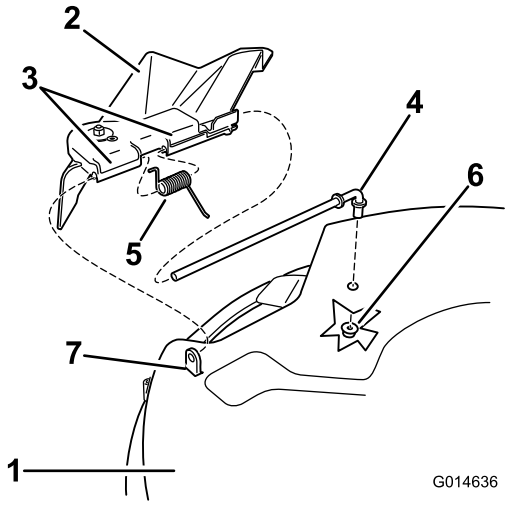
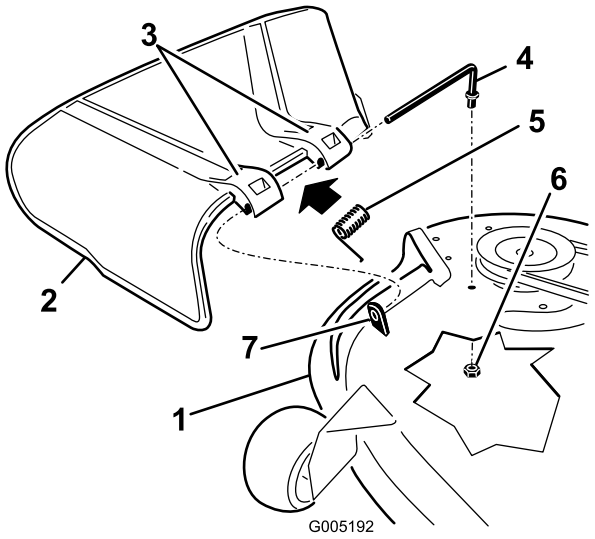

**Figur 66**
**Figur 67**
1. Finn delene som er vist i Figur 66 og Figur 67.
2. Fjern mutteren (3/8 tomme) fra stangen under klippeenheten (Figur 67).
3. Skyv stangen ut fra den korte utstikkeren, fjæren og gressavlederen (Figur 67).
5. Skifte gressavlederen (Figur 67).
7. Plasser fjæren på stangen, med enden av kablene ned, og gjennom gressavlederbrakettene. Skyv stangen gjennom den andre gressavlederbraketten (Figur 67).
9. Fest den bakre enden av stangen til klippeenheten med en festmutter (3/8 tomme) som vist i Figur 67.